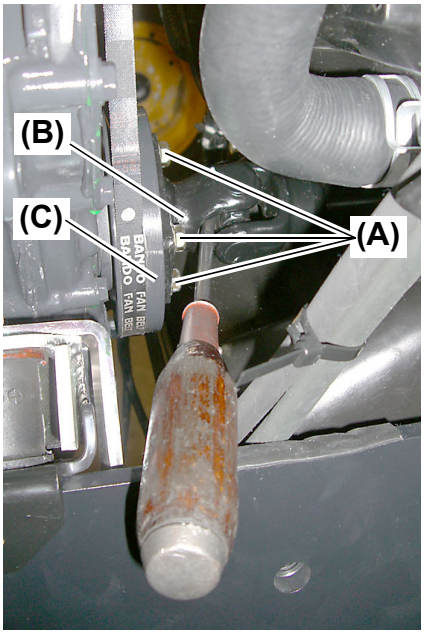

Fig. 4
13.Remove the four (4) M8 × 16 mm (L: 0.64 in.) bolts **(Fig. 4, 5, (A))** that secure the drive shaft **(Fig. 4, 5, (B))** to the engine crankshaft V-pulley **(Fig. 4, (C))**.
- Inserting a screw driver, etc. into the universal joint section of the drive shaft **(Fig. 4, 5, (B))** blocks rotation of the pulley **(Fig. 4, (C))**. This can make work easier.
- The drive shaft **(Fig. 4, 5, (B))** cannot be removed.